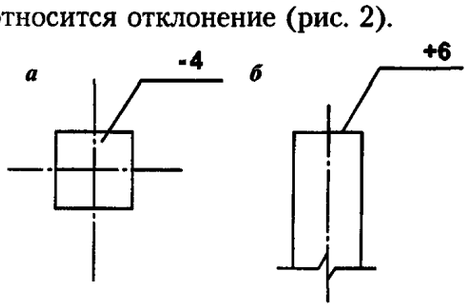

Рис. 2. Примеры указания действительных отклонений поверхностей: *а* – сваи или колонны на плане; *б* – колонны на разрезе
2.6.3. Действительные отклонения от проектных отметок показываются числовым значением в см для грунтовых и других поверхностей рельефа и в мм – для других элементов со знаком «плюс» в случае превышения или «минус» в случае занижения. Направляющую линию соединяют с точкой поверхности, к которой относится отклонение (рис. 2).